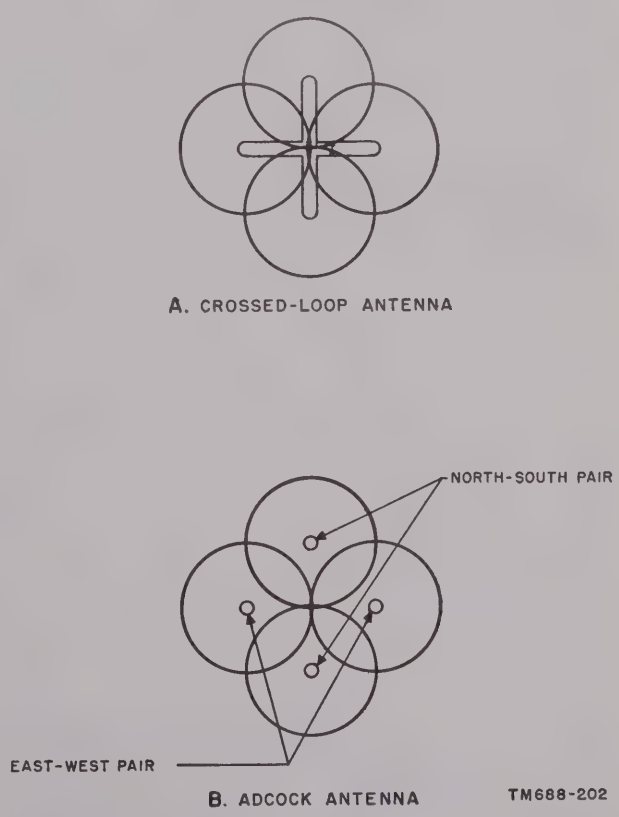

Figure 62. Response patterns of crossed-loop and Adcock antennas.
b. To produce an effect equivalent to the rotation of a single antenna, two figure-eight antennas are used instead of one. These antennas are installed with their planes perpendicular as shown in figure 62. One loop or antenna pair exhibits a figure-eight pattern with its maximums in the north-south direction and the other loop or antenna pair exhibits a second figure-eight pattern, which is identical, except that its pattern maximums are in the east-west direction.
a. Antenna AT–297/TRD–4A (crossed-loop antenna) is installed on the roof of the shelter and can be used during aural-null or visual operation. The crossed-loop antenna consists of two diamond-shaped, vertically polarized, single-loop antennas installed with their planes at right angles to each other (A, fig. 62). When properly oriented (par. 46), one loop exhibits a figure-eight response pattern with its maximums in the north-south direction and the other loop exhibits a figure-eight response pattern with its maximums in the east-west direction. Virtual rotation (par. 118) is accomplished by using the two fixed loops in combination with a signal goniometer.
a. The Adcock antenna system supplied with Direction Finder Set AN/TRD–4A consists of two vertically polarized U Adcock antennas (par. 117*d*) installed with their planes at right angles to each other (B, fig. 62). Each U Adcock antenna consists of two vertically polarized monopoles; therefore, the Adcock antenna system consists of four vertically polarized monopoles. The four monopoles are erected in a square over a wire mesh counterpoise which assures uniform ground conductivity for each
b. The Adcock antenna system is located approximately 140 feet from the shelter and the output from each of the four monopoles is connected to the shelter by a color-coded coaxial cable. When properly oriented (par. 39), two monopoles comprise the north-south figure-eight antenna corresponding to the north-south loop of the crossed-loop antenna and the other two monopoles comprise the east-west figure-eight antenna corresponding to the east-west loop of the crossed-loop antenna (fig. 62). Vir-